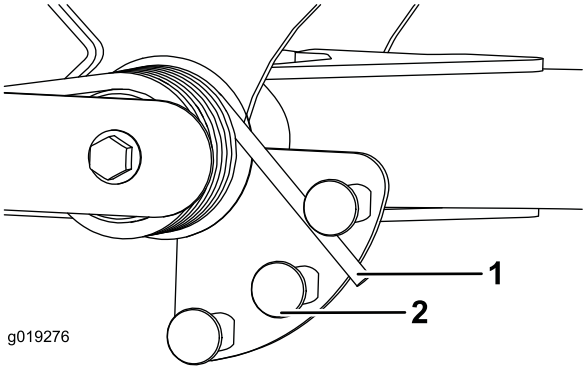

Figur 35
2. Sæt et rør eller en lignende genstand på den lange fjederende, og drej den omkring fjederaktuatoren til den ønskede position (Figur 35).